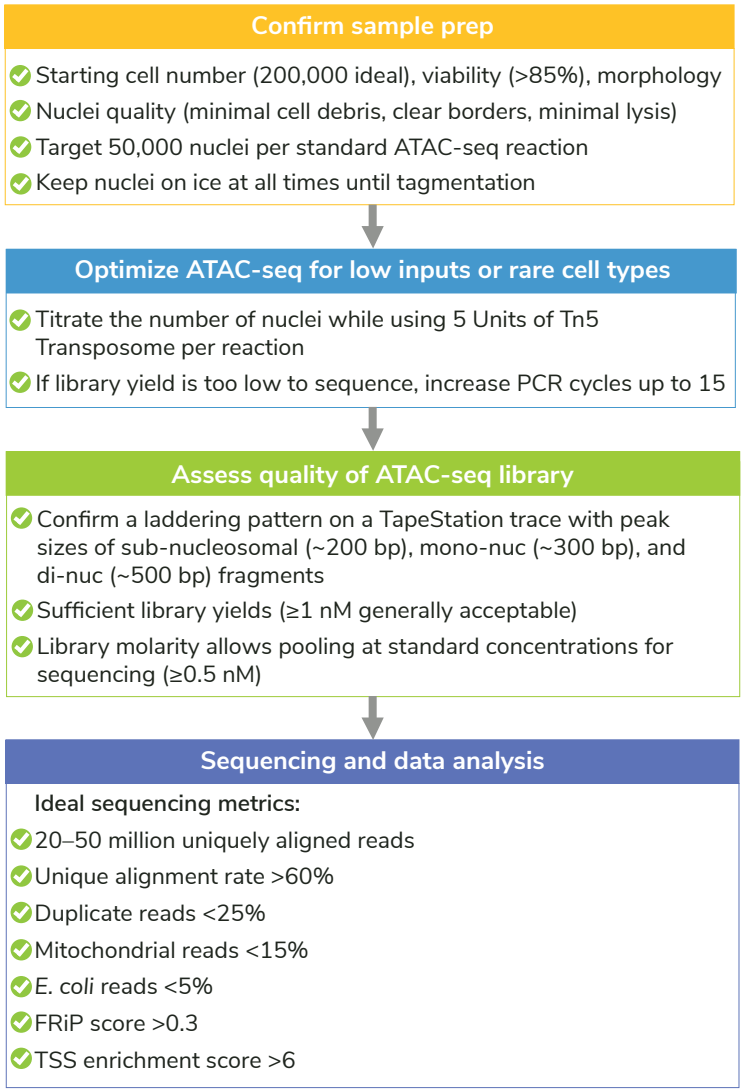

FIGURE 4
- The CUTANA ATAC-seq Kit provides multiple quality control checks (Figure 4), including established ATAC-seq success metrics, to support reliable ATAC-seq workflows[5].